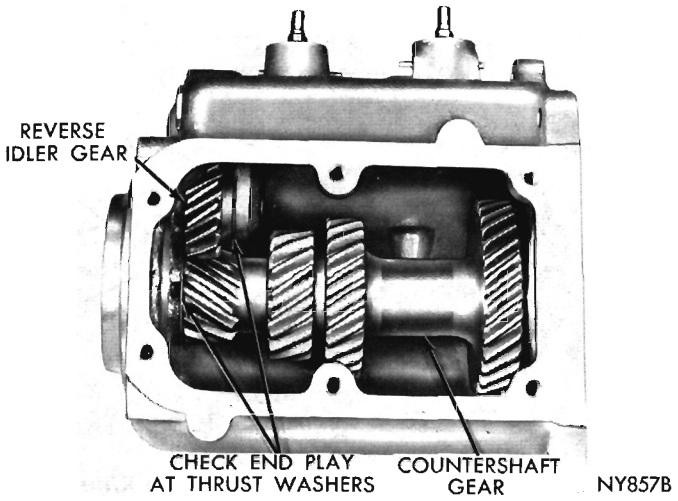

Fig. 28—Countershaft and Reverse Idler Gears
(1) Using a feeler gauge, measure end play of countershaft gear (Fig. 28). The end play should be from .005″ to .022″ (A-903) or .005″ to .028″ (A-745). (This measurement will determine if new thrust washers are to be installed at reassembly).
(2) Using countershaft bearing arbor, Tool C-578 for A-903 transmission or C-3834 for A-745 transmission, drive countershaft toward rear of case until small key can be removed from countershaft.
(3) Drive countershaft remaining way out of case, keeping arbor tight against end of countershaft to prevent loss of bearing rollers.
(4) Remove countershaft gear, thrust washers and thrust plate (A-745 only) from the case.
(5) Remove bearing rollers, washers and center spacer from countershaft gear.
(1) Position arbor Tool C-464 in reverse idler gear and using heavy grease, install 22 roller bearings in gear.
(2) Place front and rear thrust washers at each end of reverse idler gear, and position assembly in transmission case with chamfered end of gear teeth toward front (Fig. 28).
(3) Insert reverse idler shaft into bore at rear of case with keyway to rear, pushing arbor toward front of transmission.
(4) With keyway aligned with recess in case, drive shaft forward, inserting key before keyway is obscured. Continue driving shaft forward until key seats in recess.